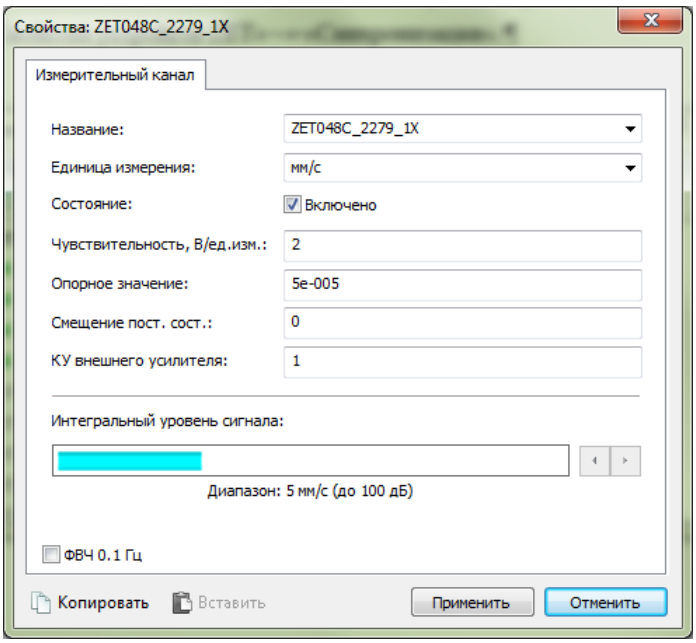

Рис. 2.13 Свойства измерительного канала
3. В меню «Свойства» измерительных каналов (*Рис. 2.13*) следует установить значения коэффициентов чувствительности для каналов осей X, У и Z в соответствии с указанными в паспорте на регистратор, а по каналу «Контроль питания» установить чувствительность 0,001 мВ.